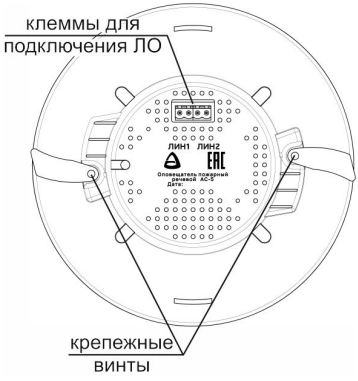
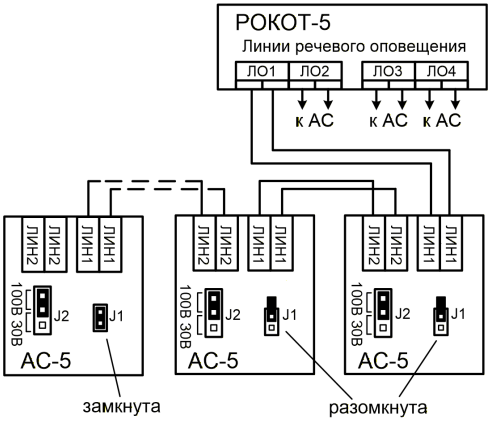

***Рисунок 2** – Основание оповещателя. Задняя стенка*
Рисунок 4 *– Схема подключения АС к «РОКОТ-5 ПУО» и «РОКОТ-5 УМ»*
АС подключается к линии оповещения (ЛО) с помощью клемм «ВХ» и «ВЫХ», продублированных для раздельного присоединения входных и выходных проводов (рис. 4). Клеммы «ВХ» и «ВЫХ» расположены на задней стенке АС (рис. 2).
6. Произведите монтаж соединительных линий от прибора управления оповещением к АС (см. рис. 4).